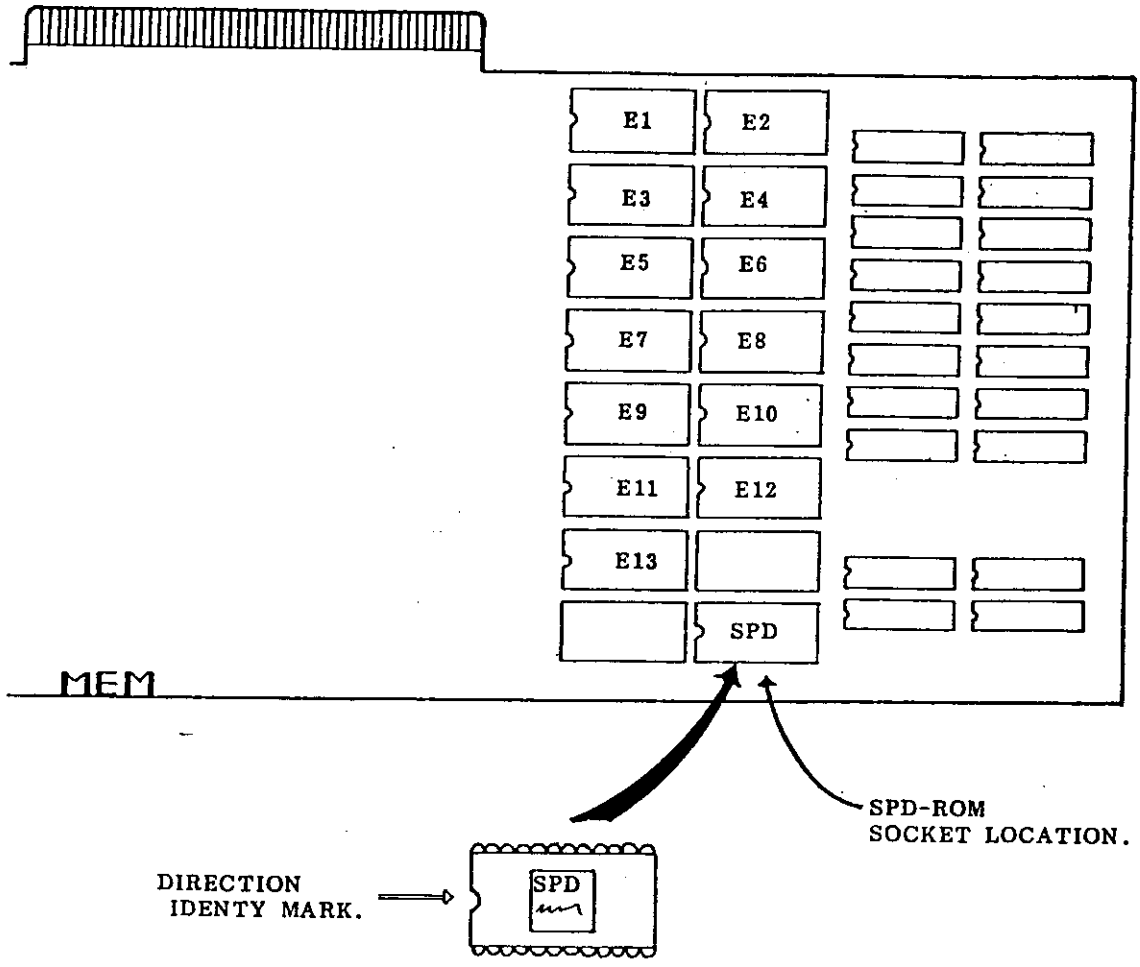

FIGURE 20-3 SPD Installation on MEM Card
(3) Referring to FIGURE 20-3, locate the EPROM socket on the MEM circuit card that accepts the SPD chip. Note the alignment of the I.C. in the socket.